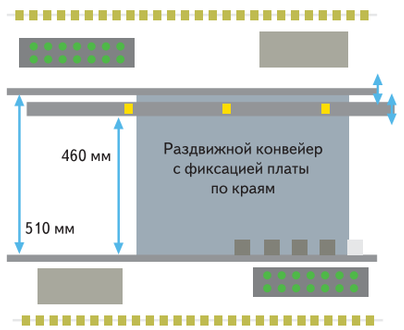

Рис. 5. Состояние конвейерной системы SM-411 в одиночном режиме
1. ***Одиночный режим.*** Применяется для монтажа плат габаритами от 250×510 мм до 460×510 мм (рис. 5). В этом режиме одна плата собирается двумя сборочными модулями, каждый из которых оснащен 6 установочными головками. При работе в одиночном режиме HP-конвейер перестраивается в традиционный одинарный конвейер. Вся перестройка осуществляется программно.